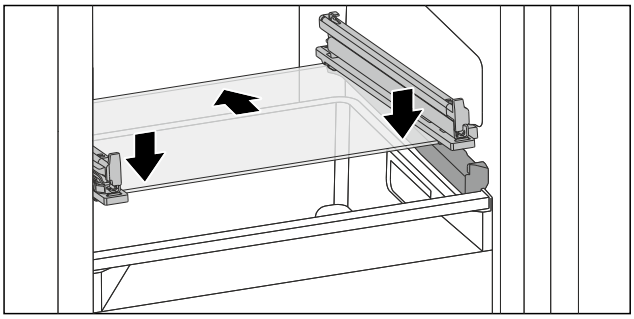

Fig. 178 Placa de sticlă a sertarului înclinabil
▶ Așezați placa de sticlă oblic în spatele opritoarelor. (vezi Fig. 178)